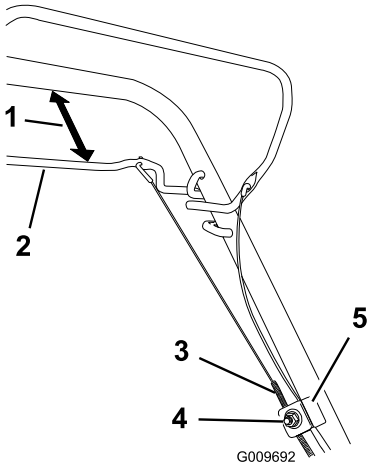

Figuur 25
1. Draai de moer van de kabelbeugel los (Figuur 25).
2. Houd de stang van de zelfaandrijving 25 tot 38 mm van de handgreep verwijderd (Figuur 25).
3. Trek de kabelmantel omlaag (naar de maaimachine toe) om alle speling uit de kabel te halen (Figuur 25).